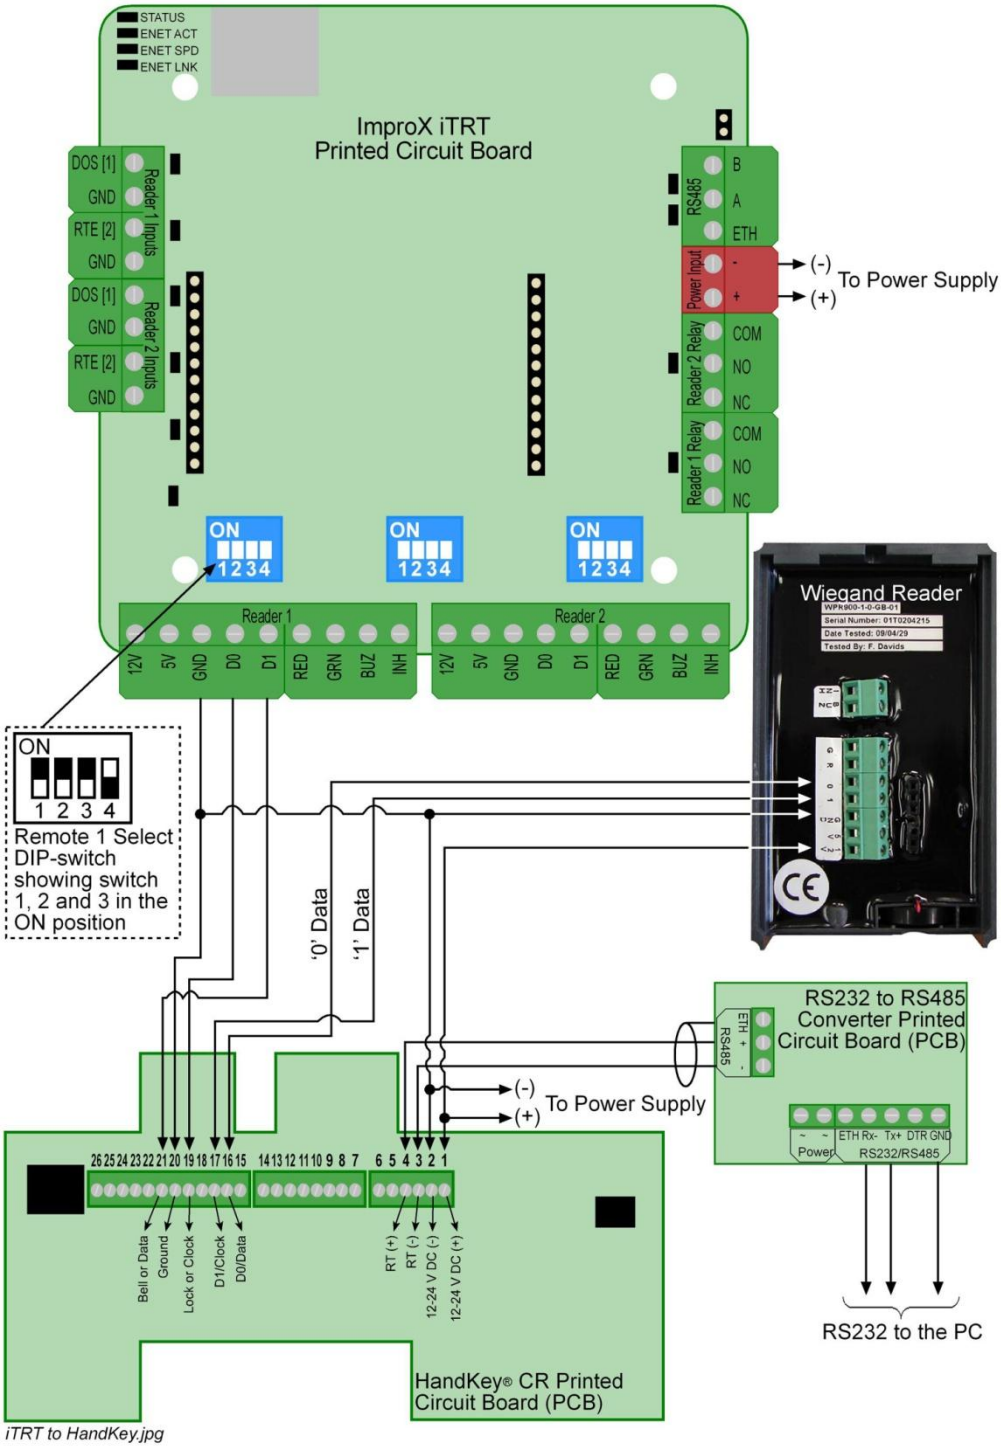
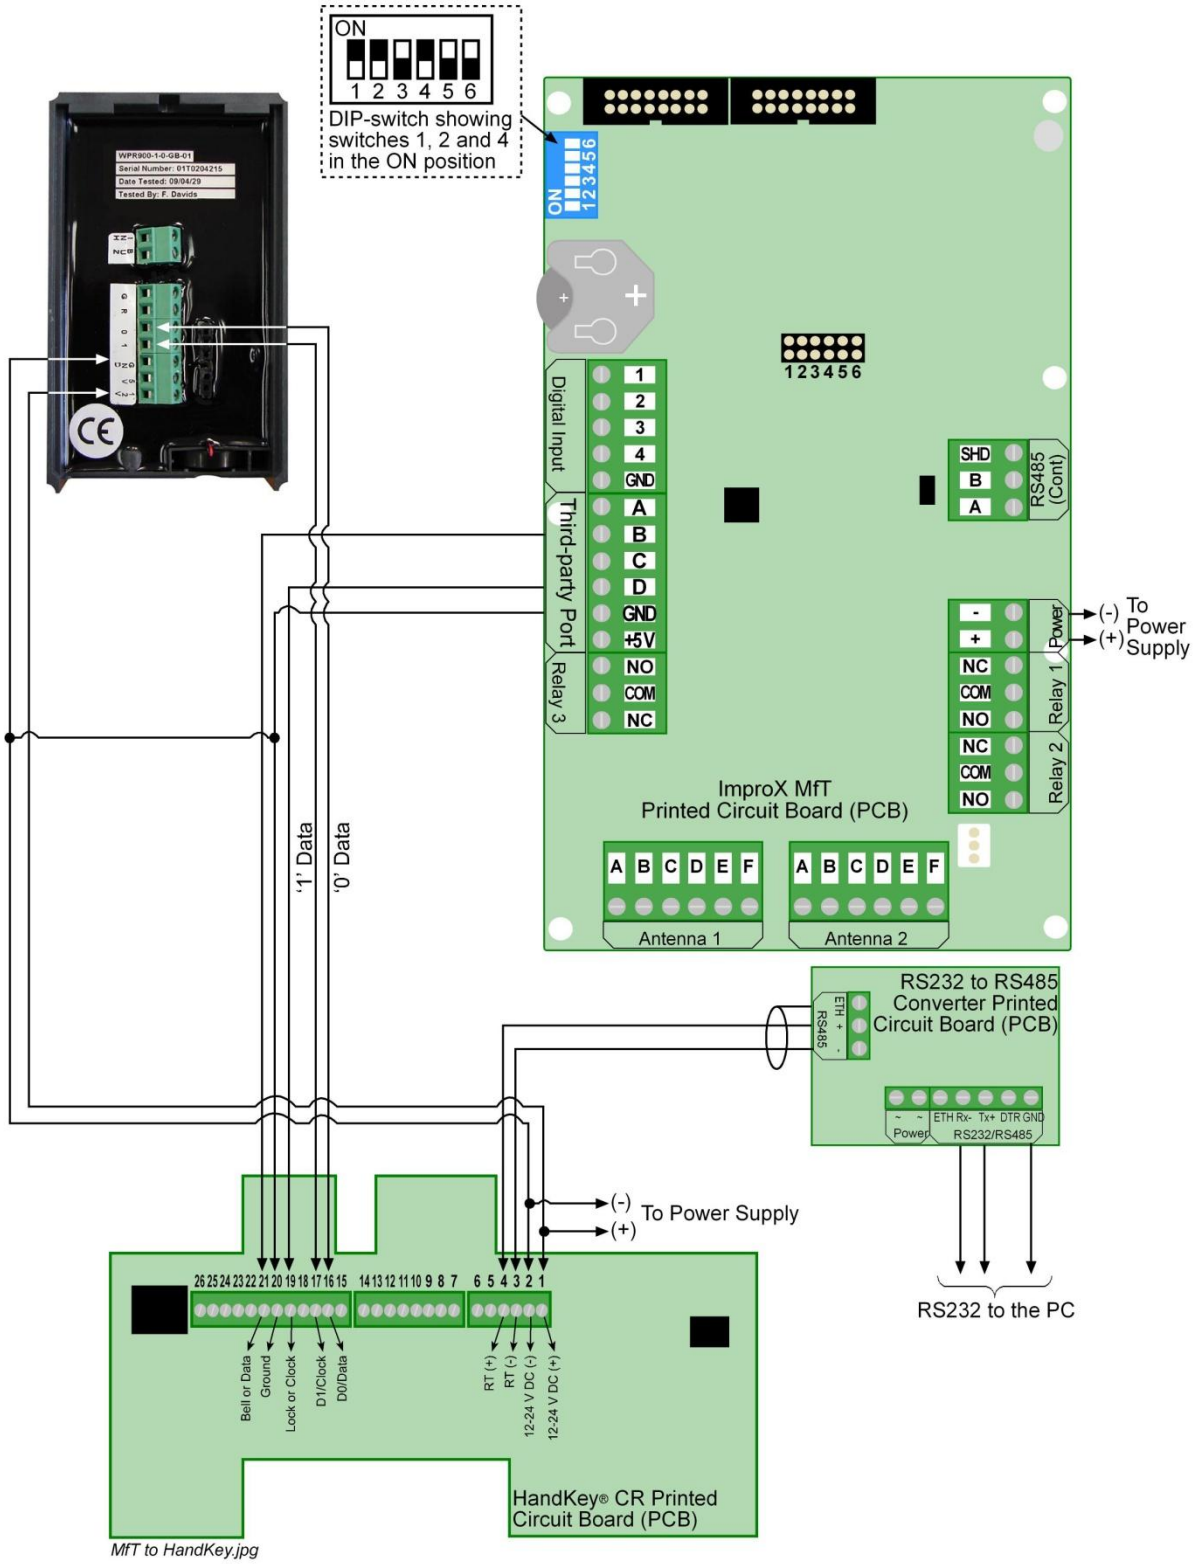
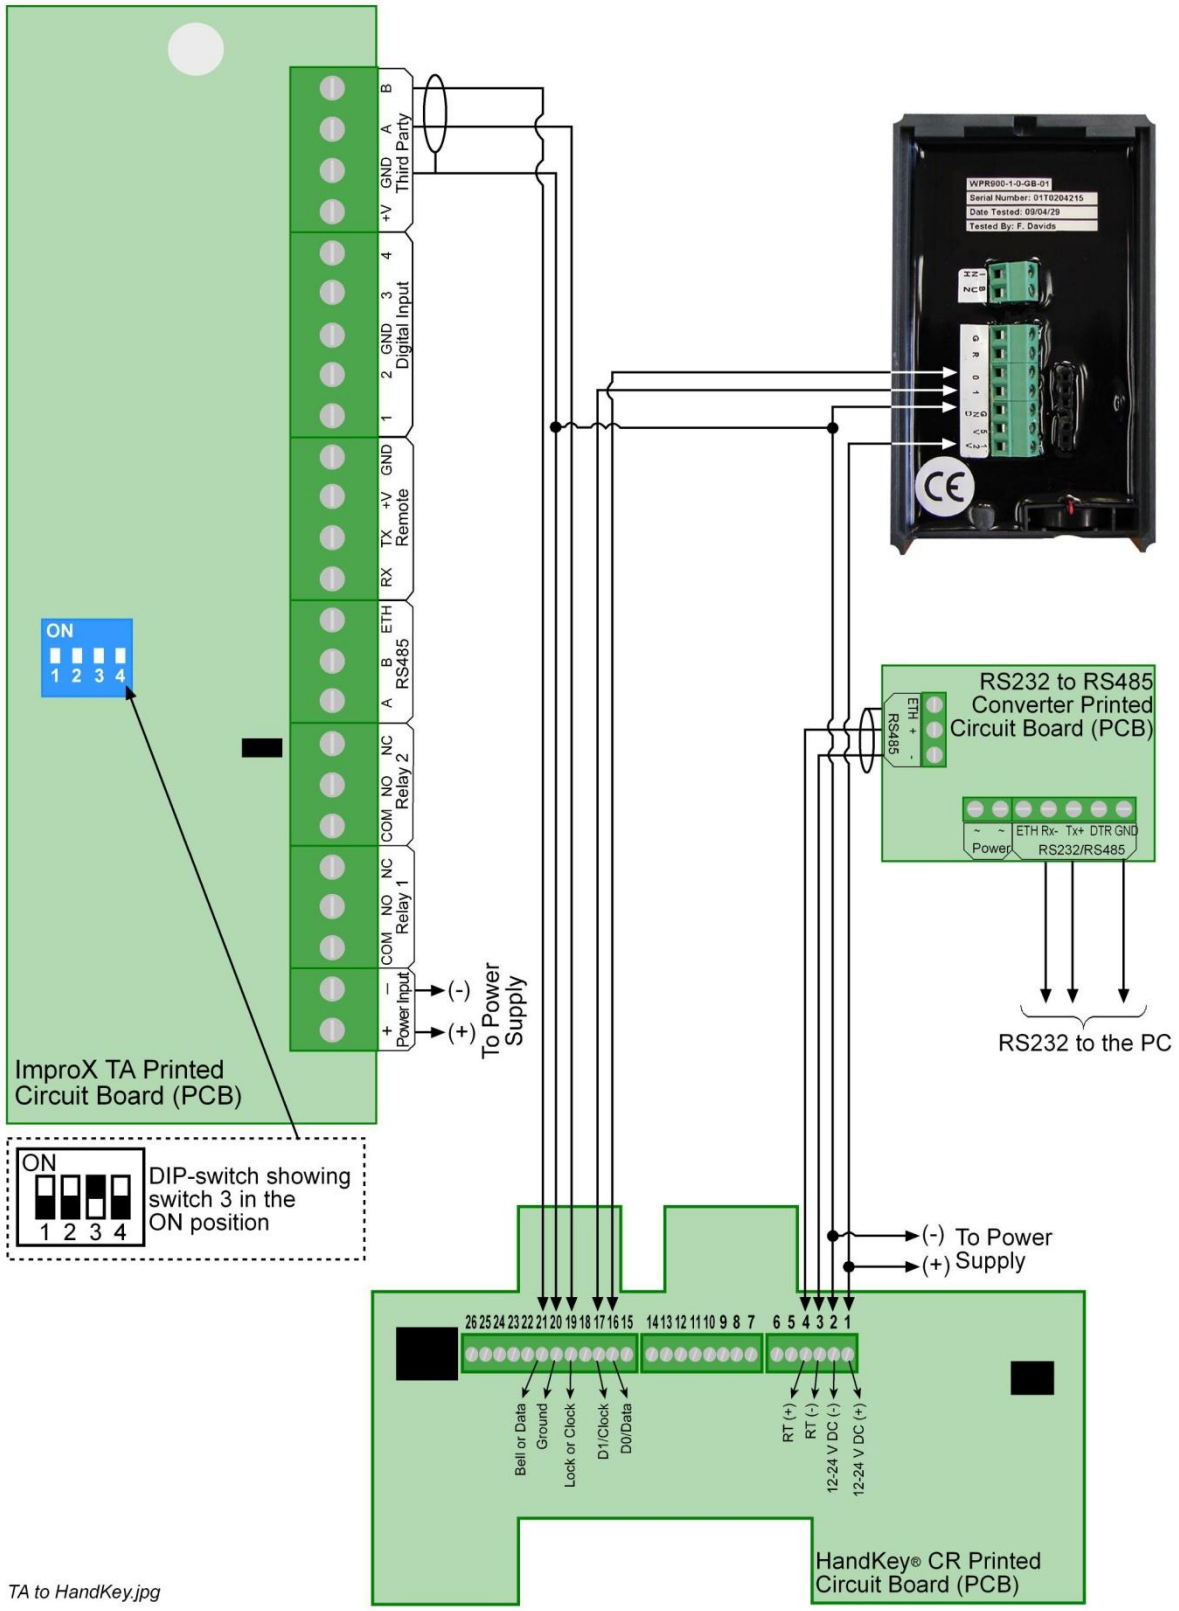

Figure 21 – HandKey® CR Reader Connected to the ImproX iTRT and LAN
Figure 22 – HandKey® CR Reader Connected to the ImproX MfT and LAN
Figure 23 – HandKey® CR Reader Connected to the ImproX TA and LAN
1. Connect the HandKey® Reader as shown in Figure 21, Figure 22 or Figure 23.